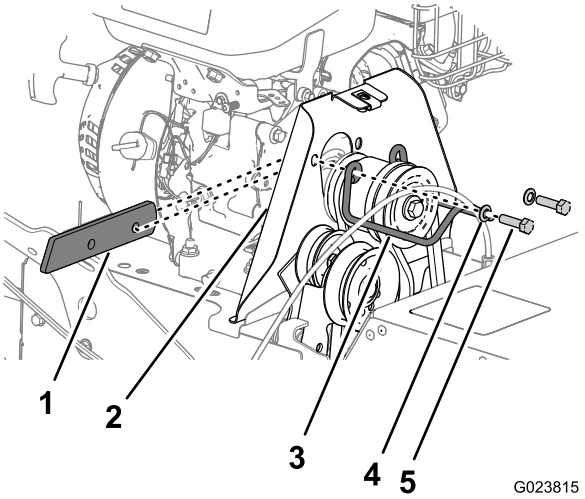

Figur 39
2. Fjern de to bolte og to spændeskiver, der fastgør remstyret til maskinen, og fjern remstyret og afstandsbøsningen (Figur 39).
4. Ret afstandsbøsningen ind mellem motoren og remskiven, og ret hullerne ind på afstandsbøsningen, motoren og afskærmningen (Figur 39).
5. Fastgør remskivestyret på maskinen med de bolte og spændeskiver (Figur 39), du fjernede i trin 2 i Afmontering af kostens drivrem (side 25).